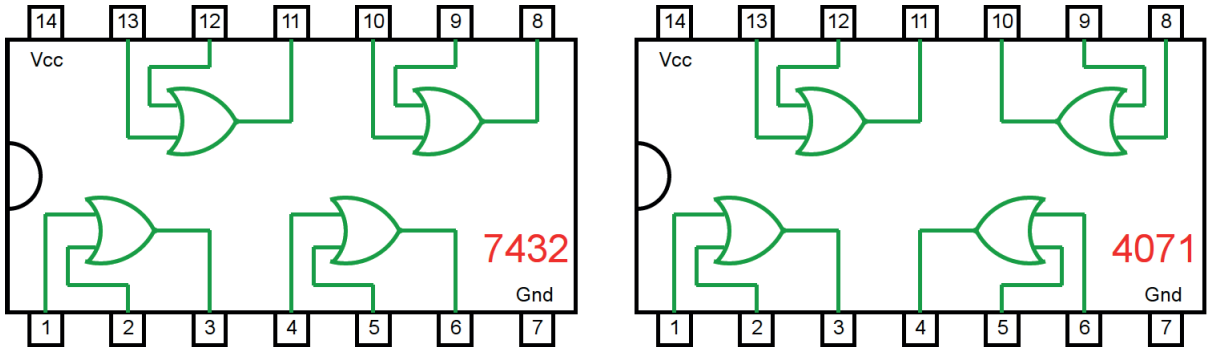

Figura 4.2 – Circuitos integrados TTL e CMOS.
a) Coloque o circuito integrado (TTL e/ou CMOS da figura 4.2) na posição indicada.
d) Conecte os fios verdes. Os fios verdes estão conectados ao terra e portanto fornecendo valor lógico (0) às entradas de todas as portas do CI.